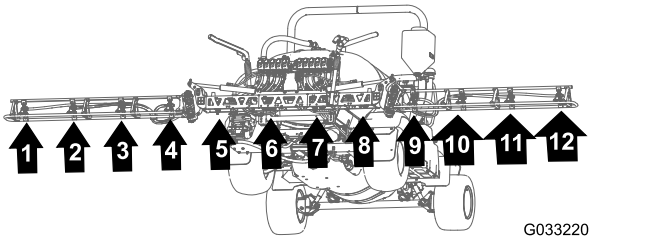
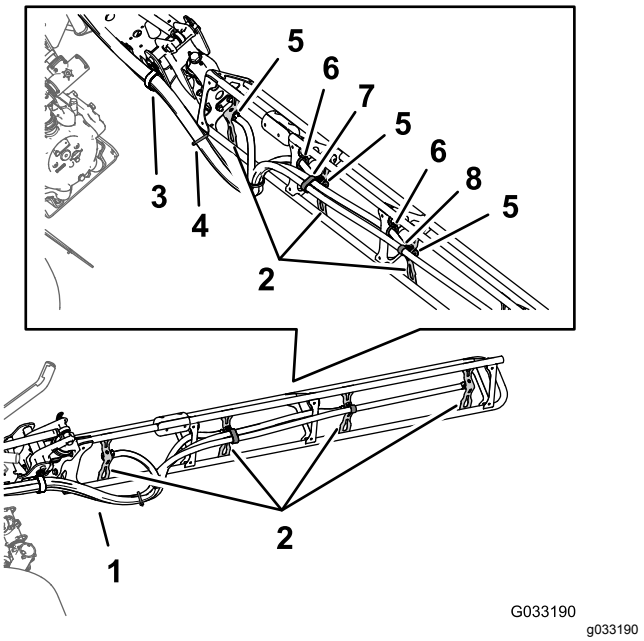

**Figur 106**
**Figur 107**
1. Før slangerne til sprøjtedyse 1, 2, 3 og 4 gennem R-klemmen på venstre udvendige ende af midterbomsektionen (Figur 106 og Figur 107).
2. Før slangerne til sprøjtedyse 7, 8, 9 og 10 gennem R-klemmen på højre udvendige ende af midterbomsektionen (Figur 106 og Figur 107).
3. Før forsyningsslangerne 279 cm og modhage-slangeskafterne (3/4 tomme) langs bomsektion til sprøjtedyserne 1 og 10 som vist i (Figur 106 og Figur 107).
4. Før forsyningsslangerne 234 cm og modhage-slangeskafterne (3/4 tomme) langs bomsektionen til sprøjtedyserne 2 og 9 som vist i (Figur 106 og Figur 107).
5. Før forsyningsslangerne 188 cm og modhage-slangeskafterne (3/4 tomme) langs bomsektionen til sprøjtedyserne 3 og 8 som vist i Figur 106 og Figur 107.
6. Før forsyningsslangerne 188 cm og modhage-slangeskafterne (3/4 tomme) langs bomsektionen til sprøjtedyserne 4 og 7 som vist i Figur 106 og Figur 107.
7. Saml de fire slanger i et bundt til sprøjtedyserne med et kabelbånd som vist i Figur 107.